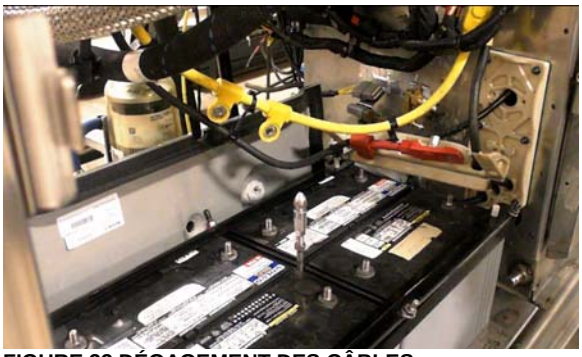

FIGURE 33 DÉGAGEMENT DES CÂBLES
4. Dégager tous les câbles des batteries sur le côté (FIGURE 33).